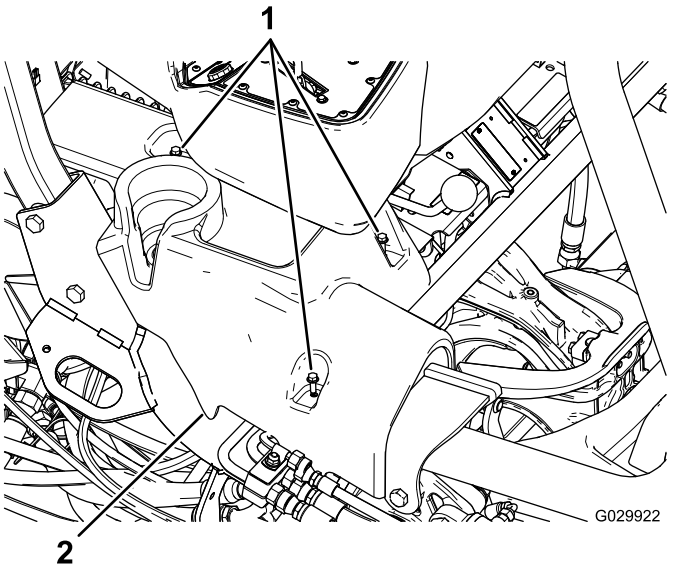

Bild 1
4. Entfernen Sie die Bundkopfschrauben, mit denen die linke und rechte Konsole befestigt sind, und nehmen die Konsolen ab (Bild 1).